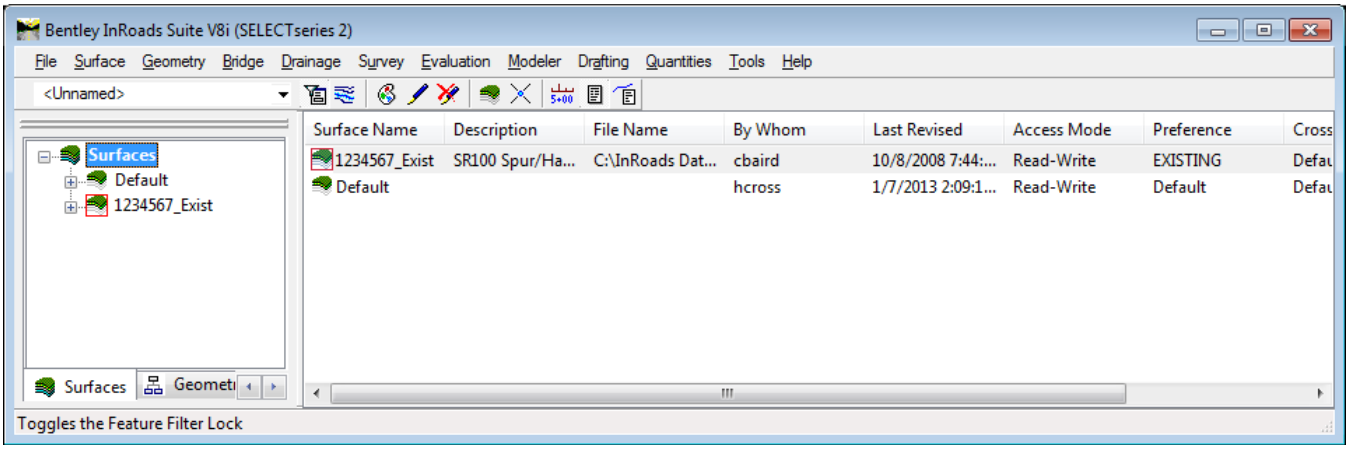

Figure L13-3 Main InRoads Window
- In the InRoads workspace bar **verify** that the Surface is now renamed **1234567_Exist** as shown in *Figure L13-3*.